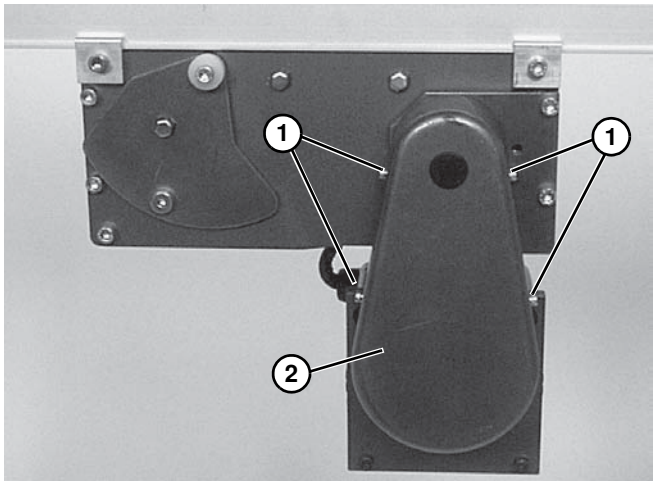

Figure 34
1. Retirer les vis du carter **(Figure 34, élément 1)** et retirer le carter **(Figure 34, élément 2)**.